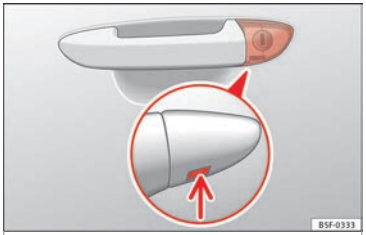

Fig. 4 Manecilla de la puerta del conductor: bombín de cierre oculto.
- Introduzca el espadín en la abertura inferior de la tapa de la manecilla de la puerta del conductor ››› fig. 4 (flecha) y eleve la tapa de abajo hacia arriba.